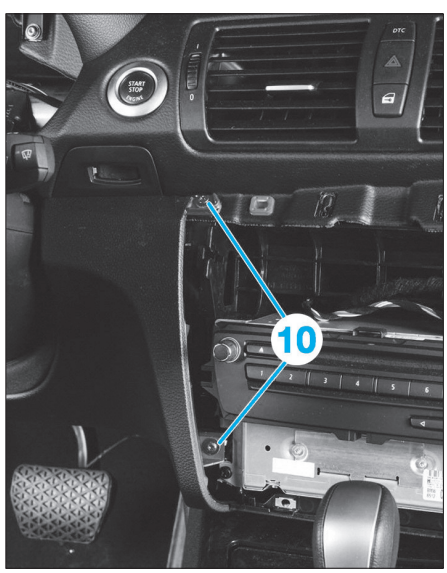

Fig. 45
• Déposer les vis (10) **(Fig.45)**.